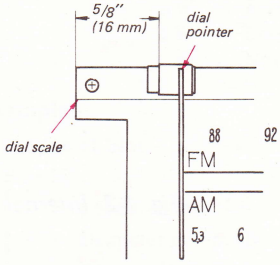

Fig. 2-4. Dial cord stringing
3. Make the dial cord assembly as shown in Fig. 2-4 (a).
4. Set the dial drum at fully counterclockwise position and string the dial cord in the numerical order as shown in Fig. 2-4 (b).
5. Set the dial pointer on the dial cord and fix the dial pointer at the position as illustrated and apply contact cement to the points ① and ⑥